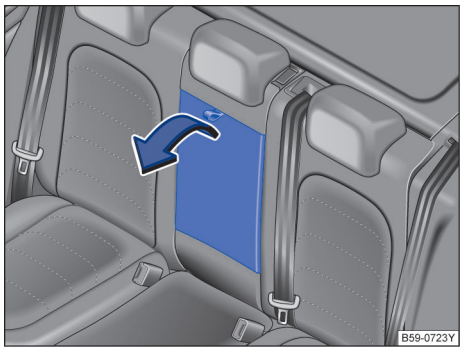

图 88 可翻出式后排中间扶手
– 打开：沿箭头方向→图 88 拉动拉环。
– 关闭：将中间扶手逆箭头方向→图 88 向上翻转，然后压入座椅靠背内至限位位置。